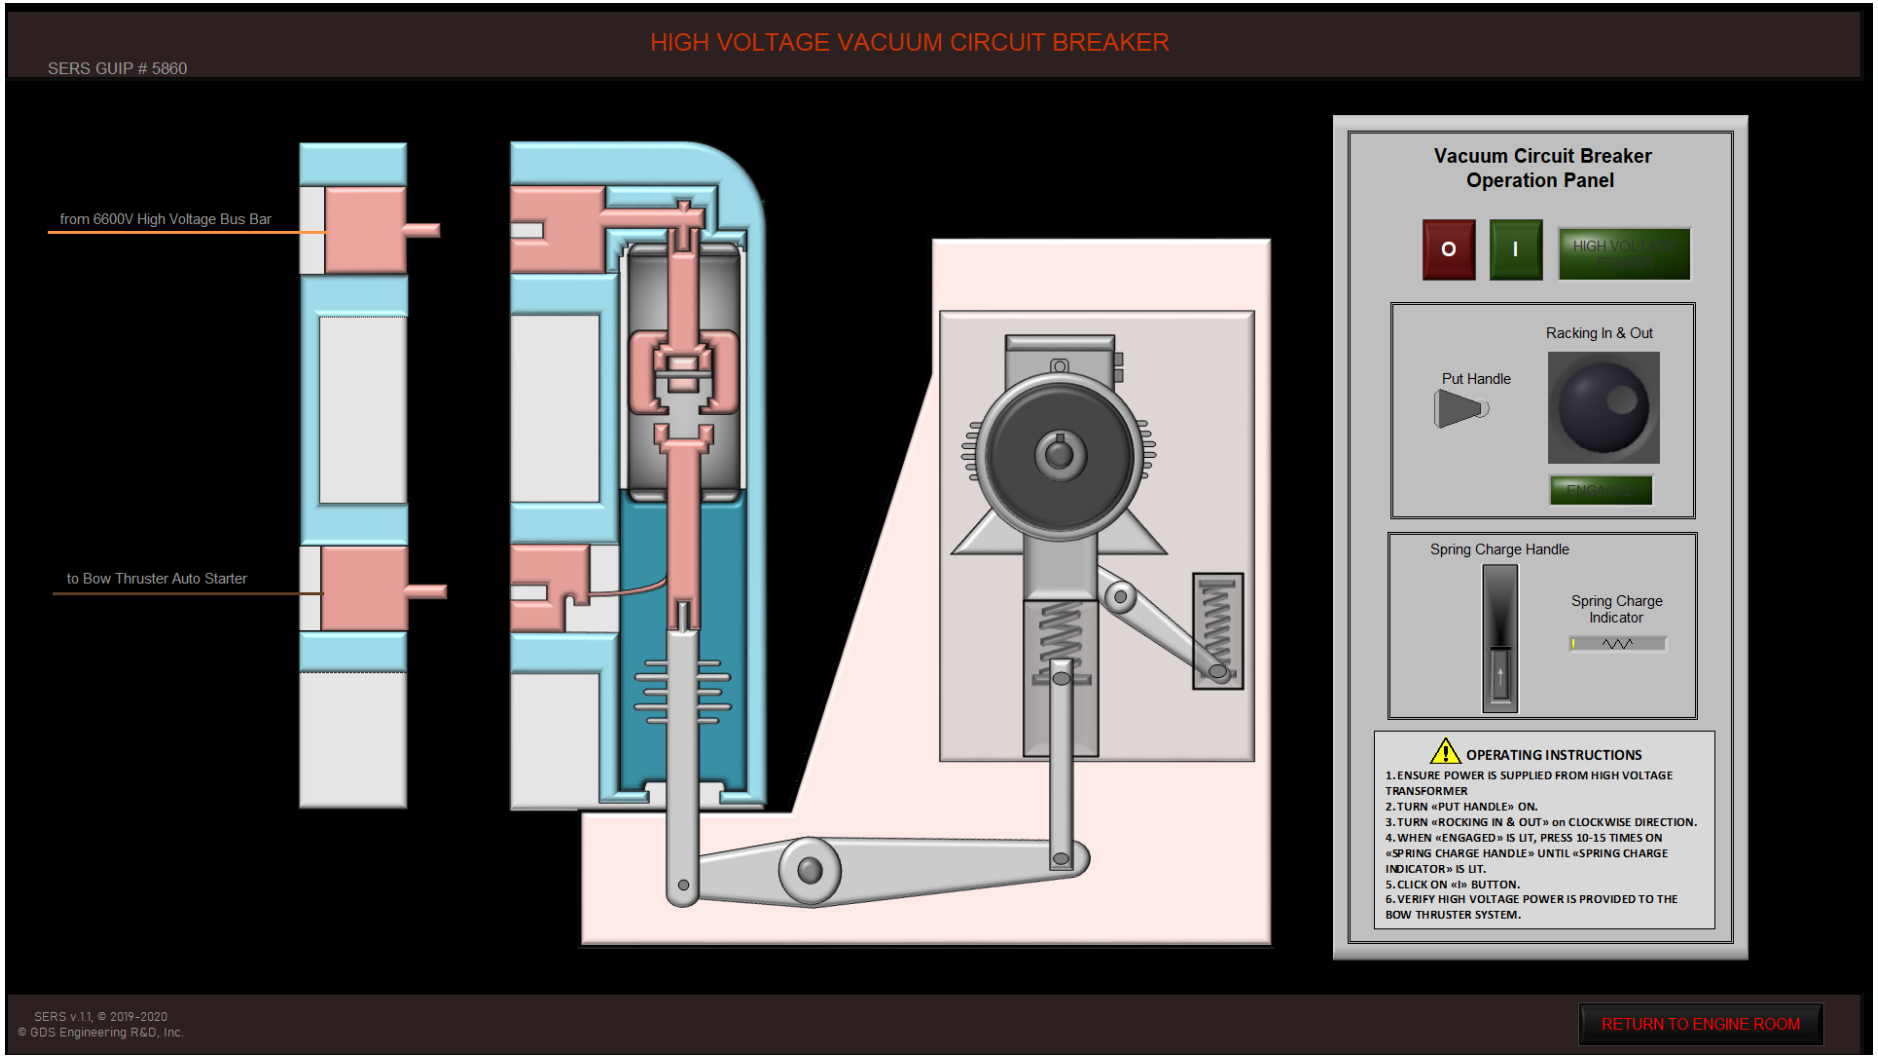

Figure 4.23.2 GUI Panel #5860: VCB is not Turned ON
- Ensure High Voltage Power is supplied to the VCB (**See Figure 4.23.2**).